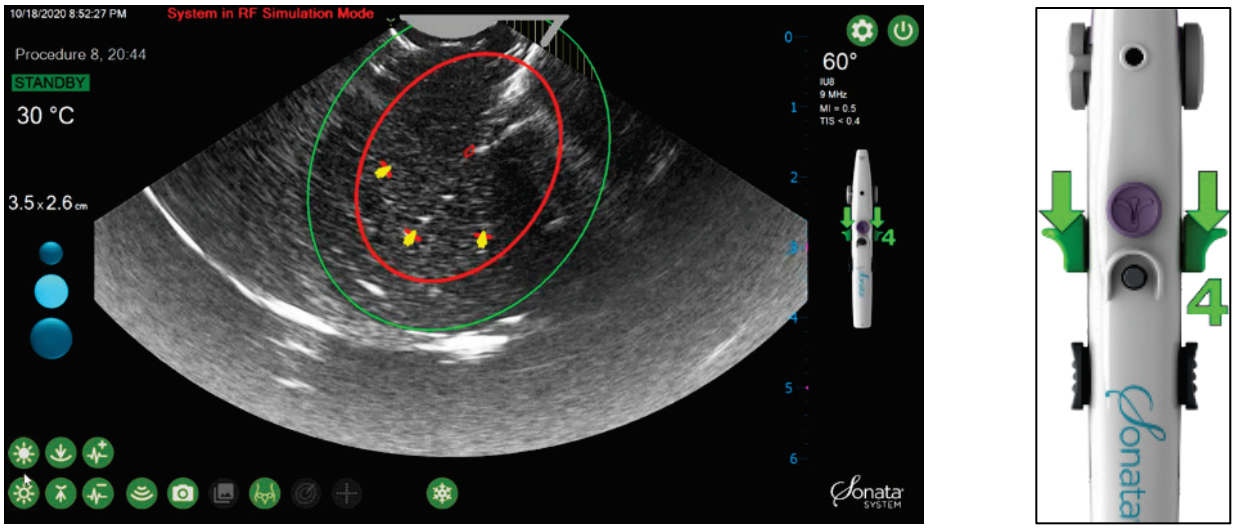

Figure 4-31. Yellow arrows will prompt the Operator retract Needle Electrodes by sliding the Needle Electrode Sliders back to the Introducer Sliders.
- Retract the Needle Electrodes until the Needle Electrode Sliders are firmly set against the Introducer Sliders, see Figure 4-31.